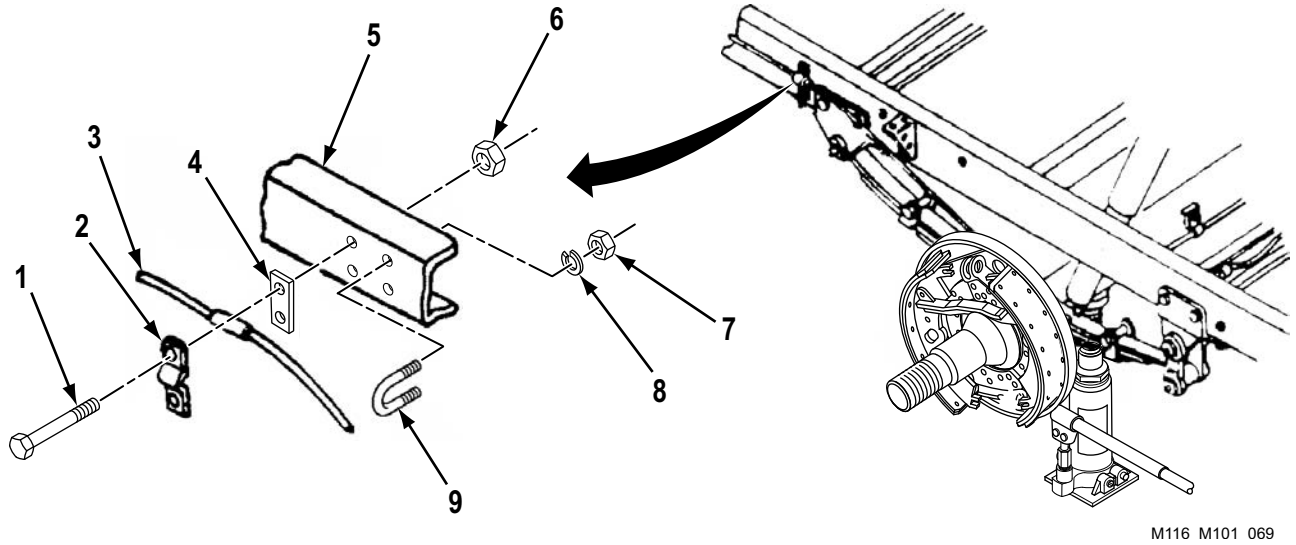

Figure 3. Brake Cable Assembly Removal From Frame.
4. Remove two self-locking nuts (Figure 3, Item 6) and machine screws (Figure 3, Item 1), retaining strap (Figure 3, Item 2), cable assembly (Figure 3, Item 3), and spacer plate (Figure 3, Item 4) from frame (Figure 3, Item 5). Discard self-locking nuts (Figure 3, Item 6).
5. Remove two nuts (Figure 3, Item 7), lockwashers (Figure 3, Item 8), and U-bolt (Figure 3, Item 9). Discard lockwashers (Figure 3, Item 8).